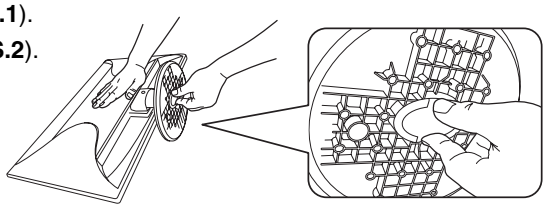

Figure S.1
3. Remove base stand. Move up tabs and take off the base stand (**Figure S.1**).
3. Move up tabs and take off the base stand (**Figure S.1**). The monitor can now be mounted using an alternate method. Reverse process to reattach stand.